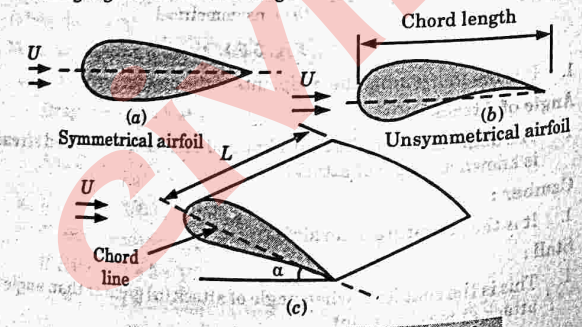

Fig. 5.6.1. Shapes of airfoils.
2. As shown in Fig. 5.6.1, there are two possible shapes of the airfoils.
3. The airfoil is characterized by some parameters which are as follows and also shown in Fig. 5.6.1.